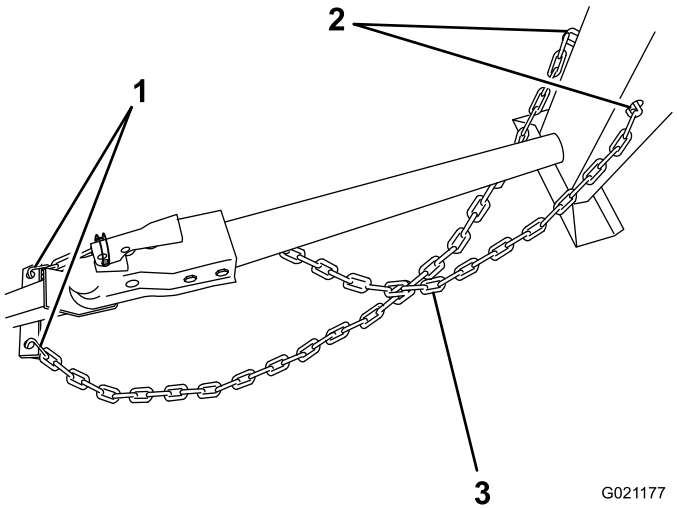

Figura 25
1. Tire de la cadena de seguridad a través de las ranuras de los orificios en forma de bocallave situados en la pata delantera de la máquina, dejando la misma longitud en cada lado (Figura 25).